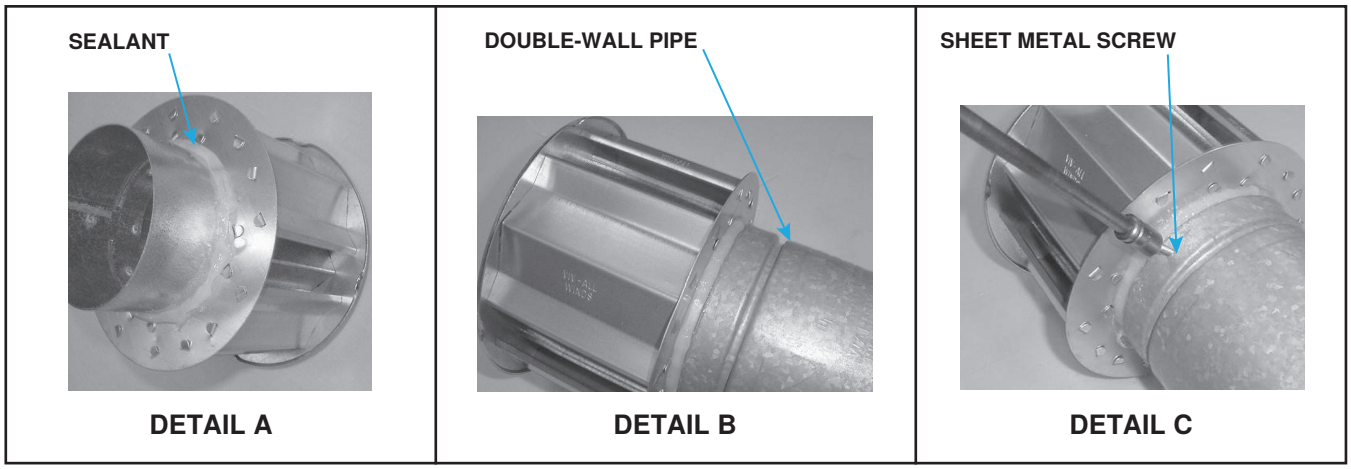

Figure 8. Connecting Double-Wall (Type B) Pipe to Vent Cap
a. Apply continual 3/8-inch bead of silicone sealant around circumference of vent cap collar (see **Figure 8**, DETAIL A) to prevent any water inside vent cap from running down double-wall pipe.
b. Before sealant has any time to dry, insert collar on vent cap as far as possible inside inner wall of double-wall pipe (see **Figure 8**, DETAIL B).
d. Secure vent cap to double wall pipe by drilling hole and inserting 3/4-inch-long sheet metal screw into vent cap collar (see **Figure 8**, DETAIL C). Do not overtighten screw.
e. **To seal the joint between the terminal section of double-wall vent pipe and the vent cap:** Follow the illustrated step-by-step instructions in **Figure 8**.